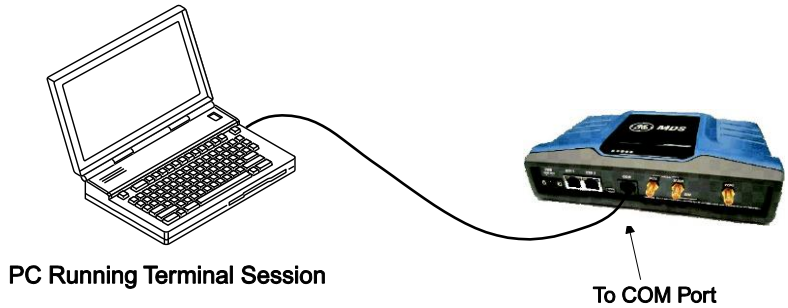

Figure 3-16. PC Connection for Programming/Management
1. Connect a PC to the unit's COM port as shown in Figure 3-16. Maximum recommended cable length is 50 ft/15 m.